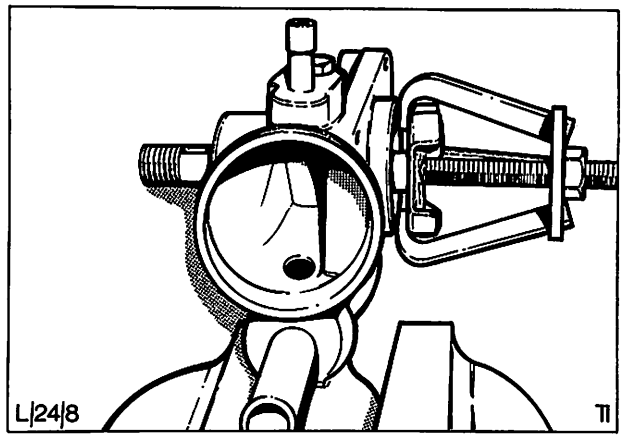

Abb. 39 Pumpenrad mit handelsüblichem Abzieher ausbauen
1. Wasserpumpe unter Verwendung von Schutzbacken in einen Schraubstock spannen. Pumpenrad mit handelsüblichem Abzieher von der Pumpenwelle abziehen, dabei die Werkzeughaken unter dem Pumpenrad einhaken, Abb. 39.